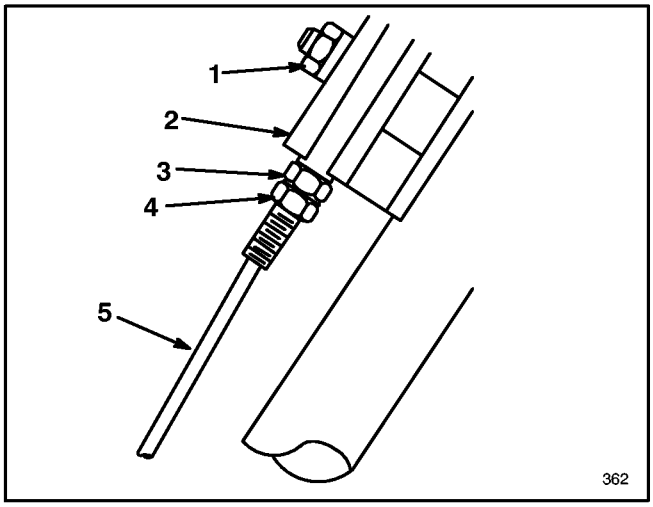

Abbildung 21
2. Mutter auf dem Stützblock lösen (Abb. 21).
3. Untere Gegenmutter am Radfahrantriebskabel lösen (Abb. 21).
8. Die obere Gegenmutter sollte nach der Einstellung am Stützblock anliegen (Abb. 21).